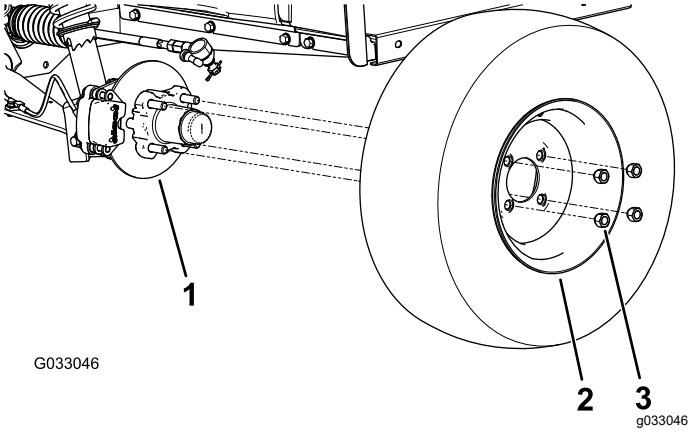

Figur 26
2. Fjern de 4 låsemøtrikker, der fastgør hjulet på navet (Figur 26).
4. Ret hullerne i hjulet ind efter hjultapperne i navet, og monter hjulet på navet med ventilspindlen siddende udvendigt (Figur 26).
5. Fastgør hjulet til navet ved hjælp af låsemøtrikkerne (Figur 26).